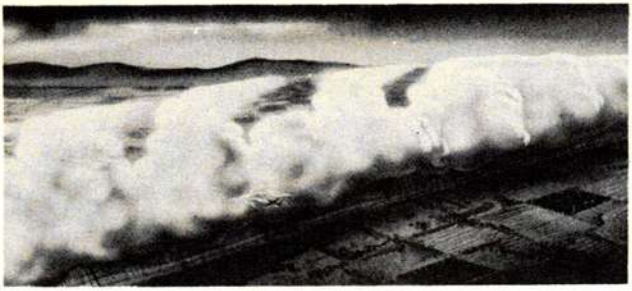

Figure 4-5-1. Cold front without prefrontal cloud formation.
**Dimensions.** The cold front (fig 4-5-1) may be from a few hundred miles to 2000 miles in length. Its width usually does not exceed 50 miles, although cold fronts with shallow slopes are sometimes as much as 100 miles wide.